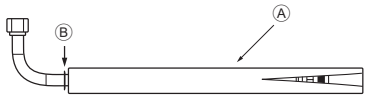
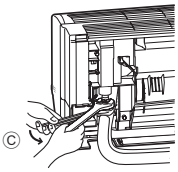

Fig. 3-8
Fig. 3-9
3. Se i retningen som det L-formede tilkoblingsrøret ④ vil bli fjernet, og foreta en rask forbindelse til innendørsanleggets koniske tilkoblingsåpning.
4. Stram den koniske mutteren ved hjelp av en fastnøkkel. (Fig. 3-9)
1. Kutt det L-formede tilkoblingsrøret ④ ved posisjonen som er angitt i (Fig. 3-8).
2. Sett inn den koniske mutteren som ble fjernet tidligere på den rette rørsiden av den kuttede, L-formede tilkoblingsrørdelen ④ og kone deretter enden av røret.
5. Koble raskt til det L-formet tilkoblingsrøret ④ som er blitt behandlet som beskrevet i del 2), til innendørsanleggets koniske tilkoblingsåpning.
6. Stram den koniske mutteren ved hjelp av en fastnøkkel. (Fig. 3-9)